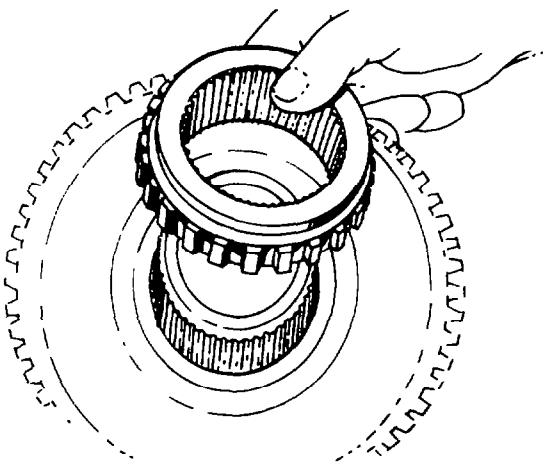

Fig. 200 — Installing First Gear Sliding Clutch
h. Install the first gear sliding clutch on second/third sliding clutch (see fig. 200).